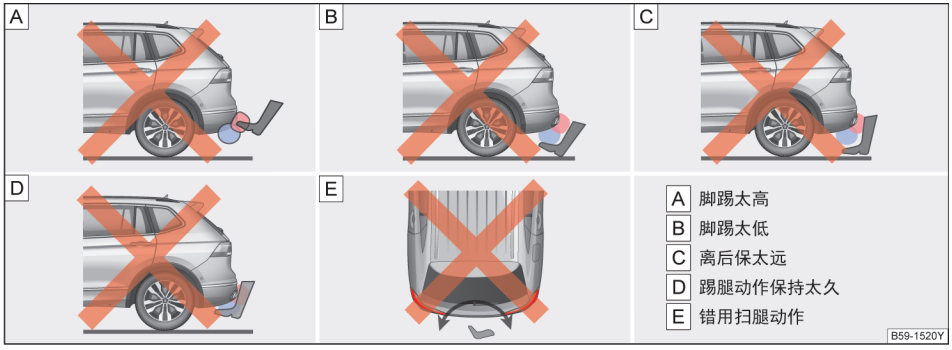

图 65 脚踢激活感应式行李厢盖开启的错误动作示范
2、脚踢太高、太低或是离后保太远→ 图 65 A、B、C。
3、踢腿动作在后保下保持太久（超过 1 秒）→ 图 65 D。
4、使用错误的踢腿动作（比如：来回扫腿）→ 图 65 E。 ◁